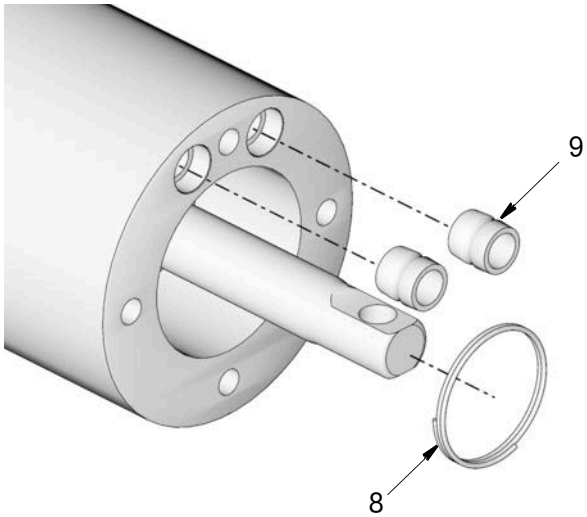

图 28
13. 拆下弹簧 (8) 和两个密封 (9)。将弹簧置于安全的地方以备日后重装。可将密封 (9) 丢弃。使用包括在套件中的密封进行重装 （(图 28)。